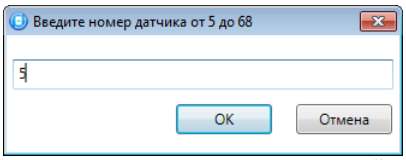

Рисунок 3.3 — Ввод номера радиоустройства
2. В открывшемся окне укажите будущий номер радиоустройства из числа еще не занятых в нумерации ШС и радиоустройств (в диапазоне, указанном в заголовке окна) и нажмите кнопку *ОК* (см. рисунок 3.3).